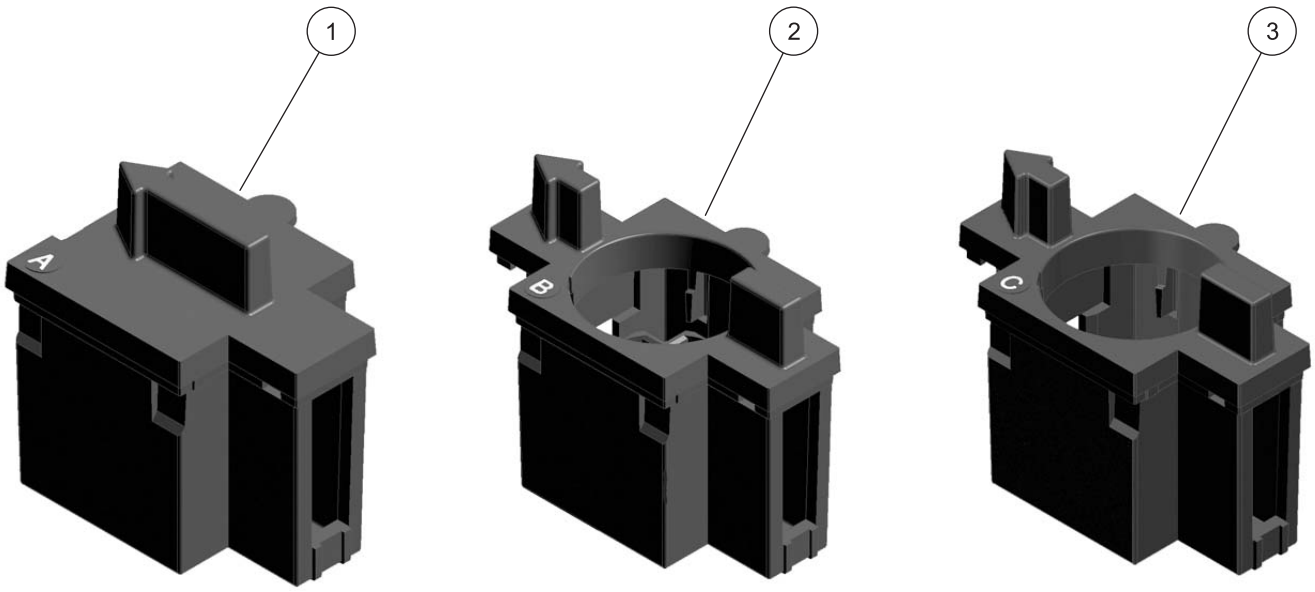
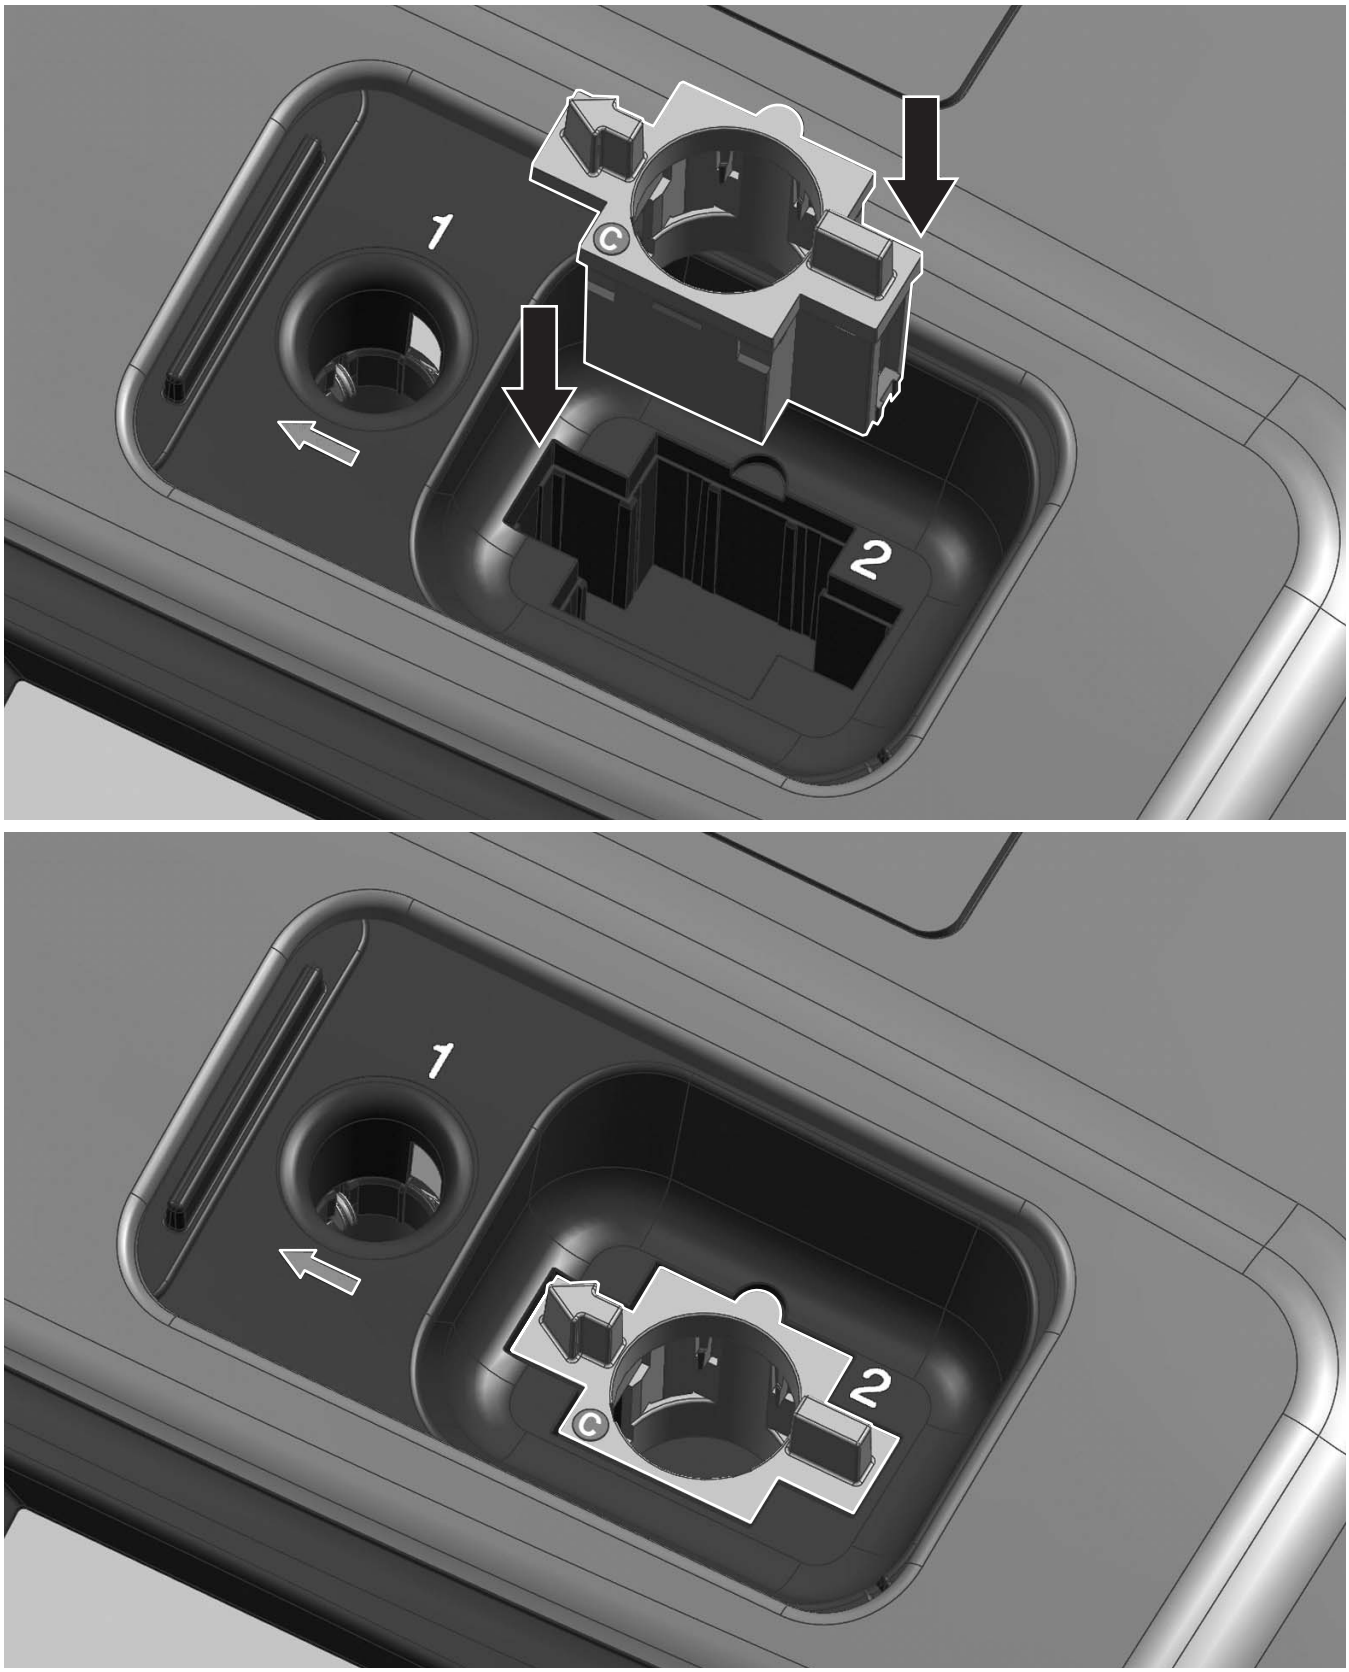

Figure 4 Adaptateurs pour cuves/cellules d'échantillon
Figure 5 Installation des adaptateurs pour cuves/cellules d'échantillon
3. Insérez l'adaptateur en dirigeant la flèche vers la gauche (Figure 5 page 18) et en veillant à ce que l'onglet d'orientation vienne s'enclencher dans la fente d'ouverture du compartiment. Veillez à ce que l'impression du type de cuve/cellule d'échantillon soit lisible sur l'adaptateur (Figure 4).